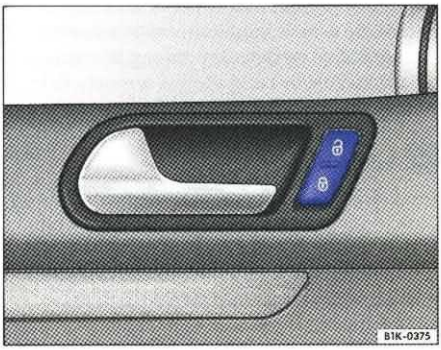

Rys. 27 Fragment drzwi kierowcy: przycisk centralnego zamka
– Nacisnąć przycisk ⇒ rys. 27 ⇒ ⚠.